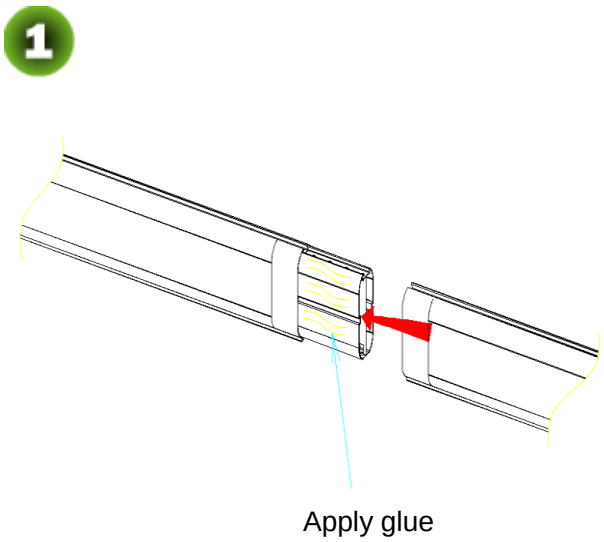

Figure 2-4A Applying Glue
2) Add glue onto the connection part of the boom, fix the two parts together, as shown in Figure 2-4A.